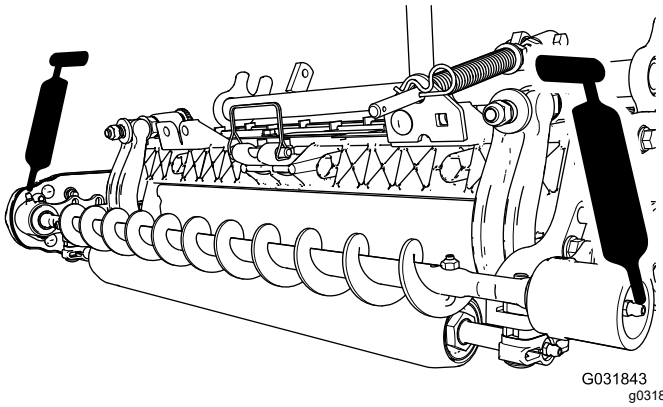

图 20
3. 用 2 号通用型锂基润滑脂润滑每个滚筒刷轴承座上的黄油嘴图 20。擦掉多余的润滑脂尤其是防尘圈周围。